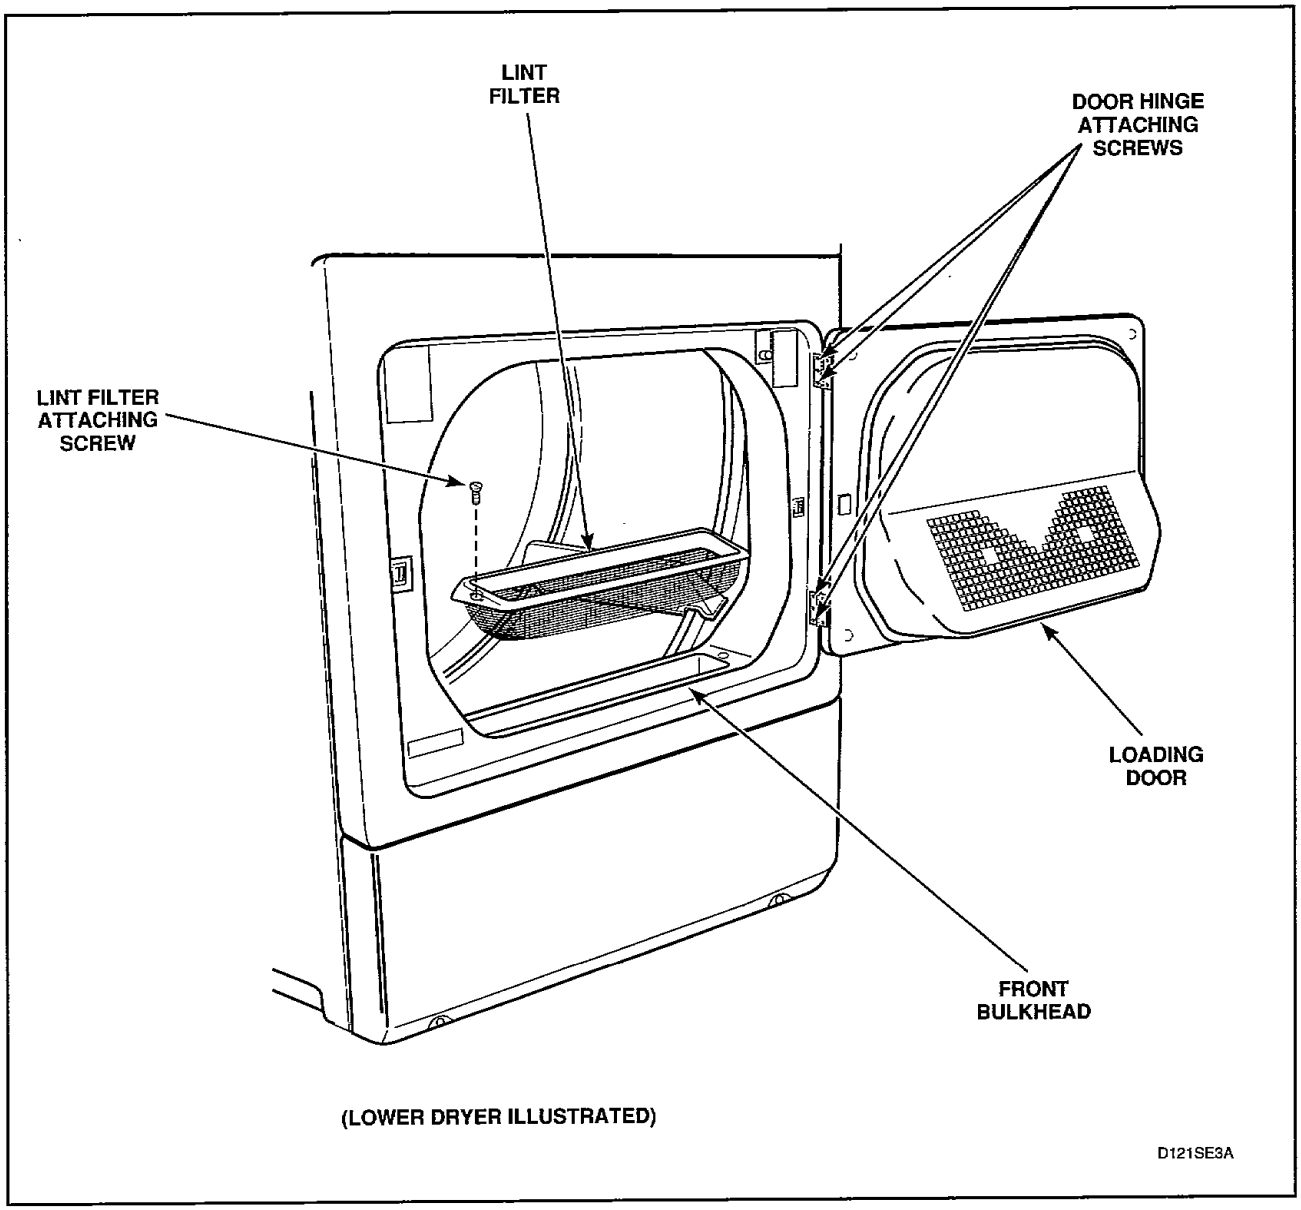

Figure 17
12. LINT FILTER *(Figure 17)*
a. Open loading door, *Figure 17.*
b. Support loading door and remove screws holding loading door and hinges to front panel, *Figure 17.*
a. Remove screws holding loading door assembly and hinge to front panel, Figure 17.